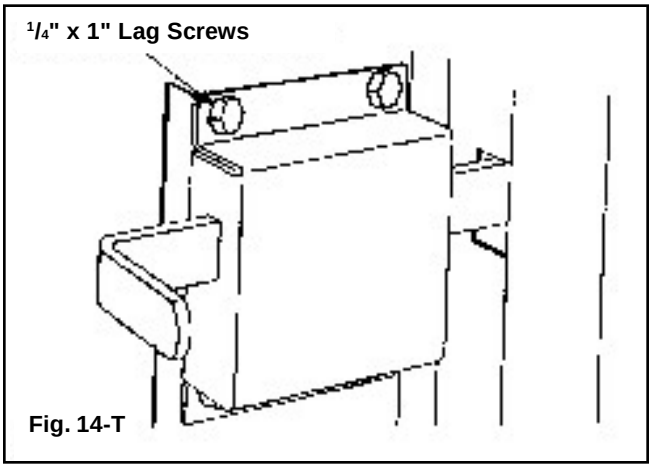

Fig. 14-T
The slide bolt is installed on the inside end stile of the second section using (4) 1/4" x 1" lag screws. The slide bolt rests against the top of one of the rectangular engaging slots in the vertical track. Proper alignment is easier to achieve by using track as a guide. (FIG. 14-T)